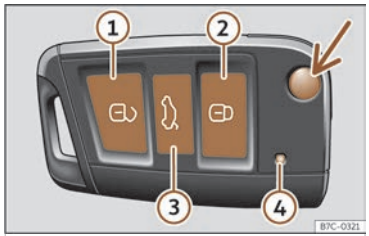

Fig. 41 Llave del vehículo.
Para plegar y desplegar el espadín de la llave pulse el botón ››› **fig. 41** (flecha).
Cuando se pulsa brevemente un botón en la llave del vehículo, el testigo de control parpadea ④ ››› **fig. 41** una vez brevemente, pero si se pulsa durante un tiempo prolongado, parpadeará varias veces, por ejemplo, en la apertura de confort.